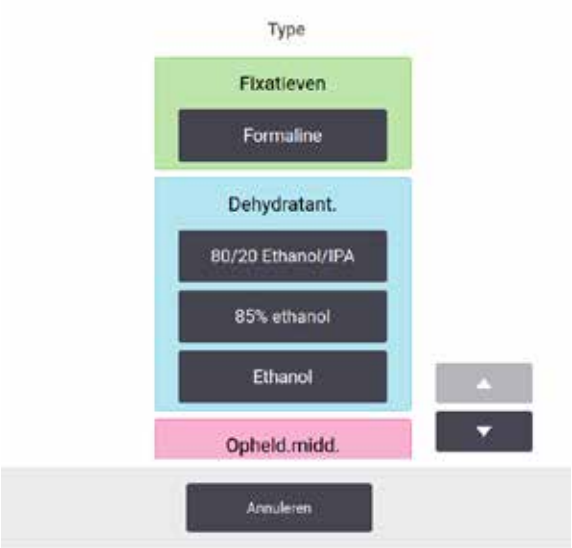

Afb. 72
2. Ga naar **Reagens** > **Stations** en tik op de cel **Type** van het station. Het dialoogvenster **Type** verschijnt. (→ Afb. 72).